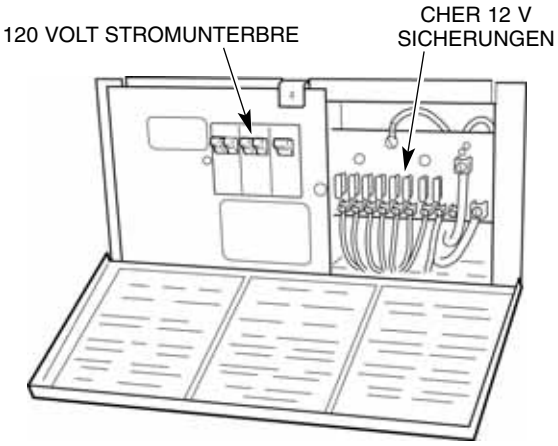

Abb. 2 - Leistungsumwandlerkasten
2. Die Stromunterbrecher im Leistungsumwandlerkasten (befindet sich in der hinteren Schlafstelle oder der Eßecke) muß auf AN geschaltet sein (Abb.2.). Außerdem bitte den Stromunterbrecher f. das Verbindungskabel am Campingplatz überprüfen.